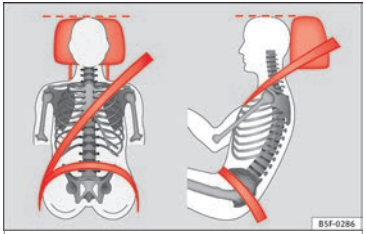

Fig. 84 Correctly adjusted head restraint as viewed from the front and the side.
- Adjust the head restraint so that its upper edge is, as far as possible, at the same level as the top of your head, or at the very least, at eye level **›››** **Fig. 84**.